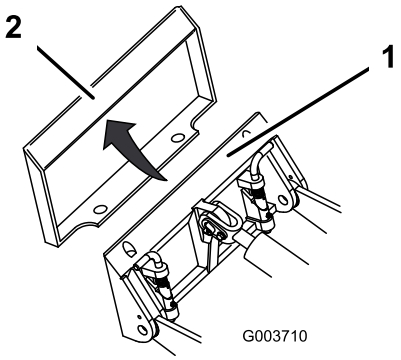

**Figur 24**
4. Stick in fästplattan i det övre fästet på redskapets kopplingsplatta (Figur 24).